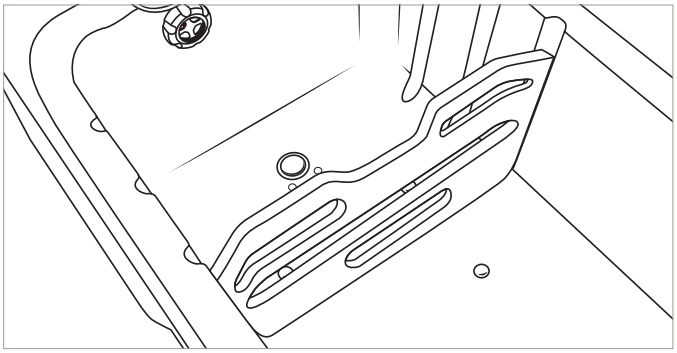

Afbeelding 30
12. Bevestig zo nodig de voetensteun. Zie Afbeelding 30.